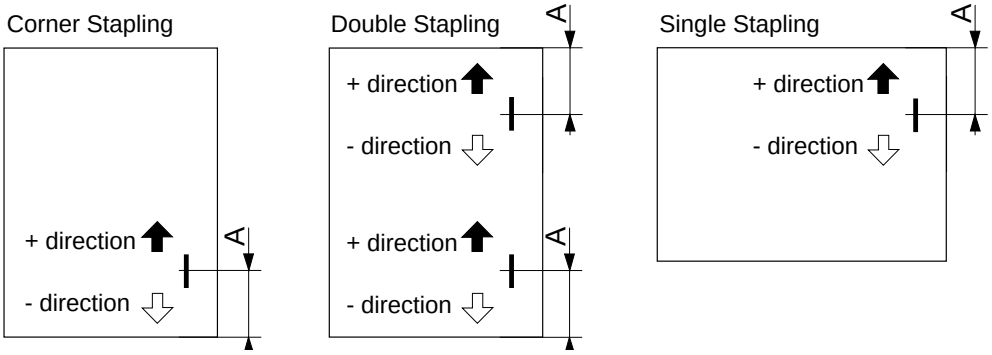

Figure 5-449
For stapling position Y, the position (A) shown in Figure 5-449 may be varied in units of about 0.17 mm in + and - directions (each '1' on the touch panel represents about 0.17 mm). The setting may be changed between -31(-5.3mm) and +32(+5.3mm).